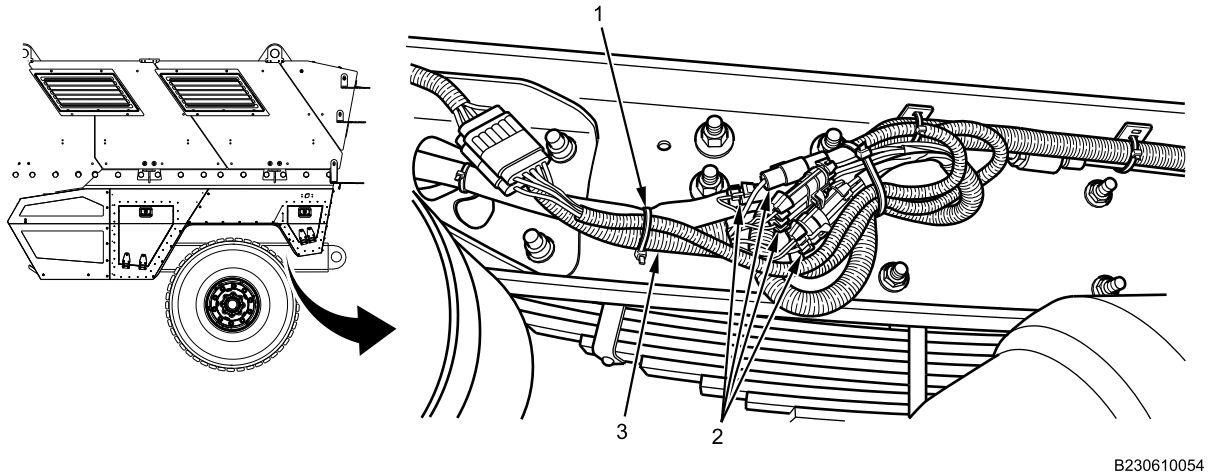

Figure 1. Rear Trailer Hookup Harness Connectors.
1. Remove and discard cable lock strap (Figure 1, Item 1).
2. Disconnect four rear trailer hookup harness connectors (Figure 1, Item 2), and remove rear trailer hookup harness (Figure 1, Item 3).